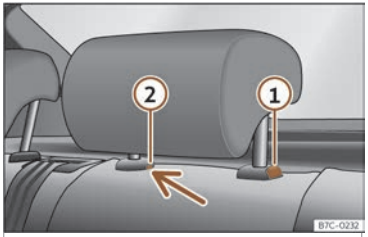

Fig. 107 Reposacaps del darrere:desmuntatge.
- Premeu la tecla>>> **fig. 107** ① i, prement alhora per l'orifici del fiador ② amb un tornavís pla de màxim 5 mm d'amplada, traieu el reposacaps.